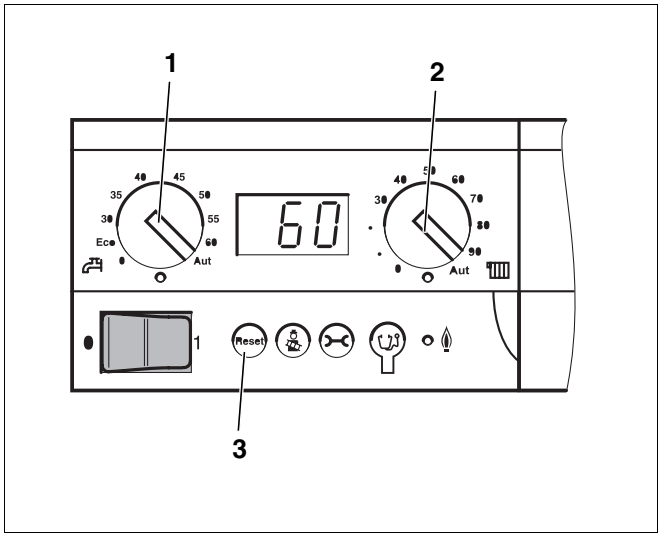

Afb. 17 Basiscontroller Logamatic BC10
Aangezien de brander vanuit de fabriek in storing geleverd wordt, moet u de brander voor de eerste inbedrijfstelling ontstoren door de resettoets (afb. 17, **pos. 3,** pagina 20) in te drukken. Of druk de ontstoringstoets aan de SAFe 10 in (zoals hieronder beschreven).
Aangezien de brander vanuit de fabriek in storing geleverd wordt, moet u de brander voor de eerste inbedrijfstelling ontstoren door de resettoets aan de BC10 (afb. 17, **pos. 3**) in te drukken. Of druk de ontstoringstoets aan de branderautomaat in (zoals hieronder beschreven).
- Stel de draaiknop "maximum keteltemperatuur" (afb. 17, **pos. 2**) en de draaiknop "streefwaarde tapwater" (afb. 17, **pos. 1**) in op "aut".